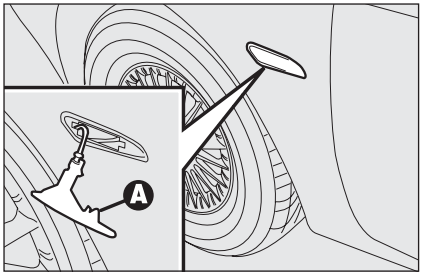
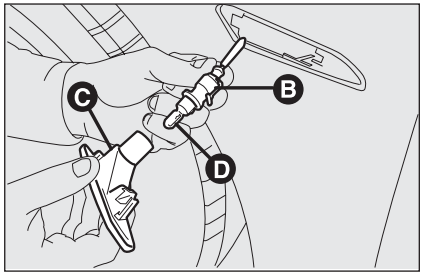

rys. 30 A0E0163m
rys. 31 A0E0164m
- ❒ nacisnąć ręką klosz kierunkowskazu w kierunku przeciwnym do jazdy samochodu, tak aby ścisnąć sprężynę mocującą **A-rys. 30**. Odłączyć część przednią i wyjąć zespół;
- ❒ obrócić w lewo oprawę żarówki **B-rys. 31** i wyjąć ją z klosza **C**.
- ❒ włożyć oprawę żarówki **B-rys. 31** do klosza **C** następnie ustawić zespół sprawdzając zatrzaśnięcie sprężyny mocującej **A-rys. 30**.